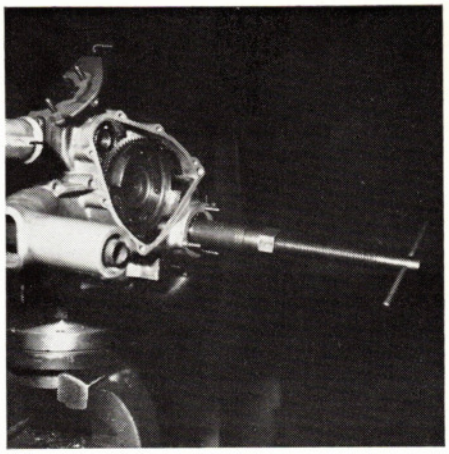

Bild 24: Einziehen der Antriebswelle in ihre Lagerung mit Einziehwerkzeug.
5. Antriebswelle in ihre Lagerung einsetzen. Schaltsteine gleichzeitig in Schaltring einführen, Welle mit Einziehwerkzeug in die Lagerung einziehen (Bild 24).